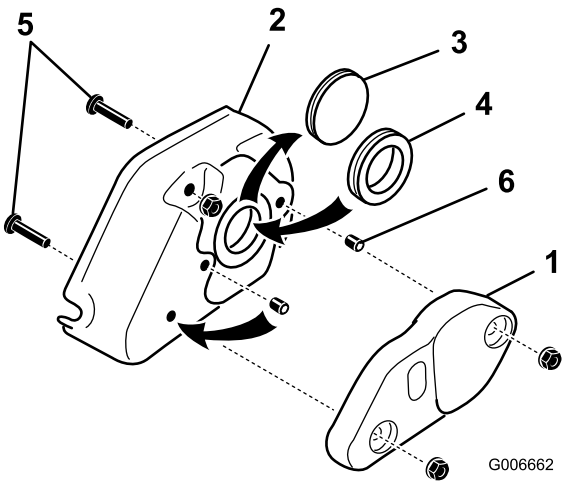

Figura 28
31. Togliete i due dadi flangiati da 5/16 poll. che assicurano la zavorra dell'elemento grooming al carter dell'elemento, e togliete la zavorra (Figura 28).
6. Vite a pressione (2)
32. Togliete il gommino solido dal carter e sostituitelo con il gommino ad anello in gomma (Figura 28).
33. Togliete le due viti da 5/16 x 1-1/4 poll. avvitate nel carter (Figura 28).
34. Togliete la vite a pressione dal foro centrale del carter dell'elemento grooming (Figura 28). Inserite questa vite a pressione, e la vite a pressione a corredo con il kit, nei fori utilizzati in precedenza per le viti di fissaggio del carter. Prima del montaggio spalmate del Loctite sulle viti a pressione. Verificate che le viti a pressione siano a paro con il carter.